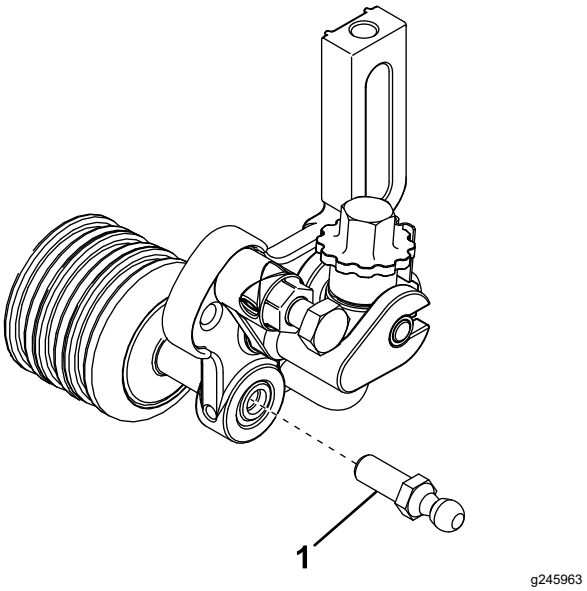

Figuur 6
10. Draai een halvekogeltap op de uiteinden van de voorrollen van de groomer (Figuur 6).